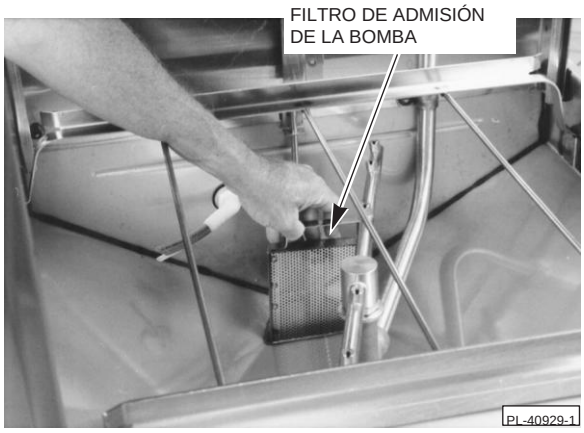
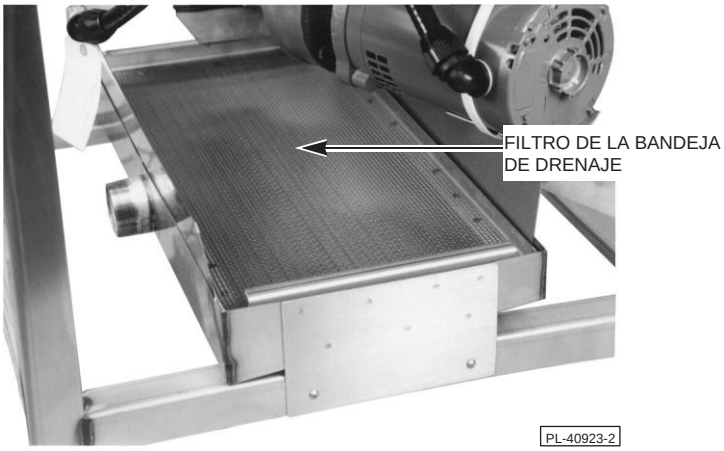
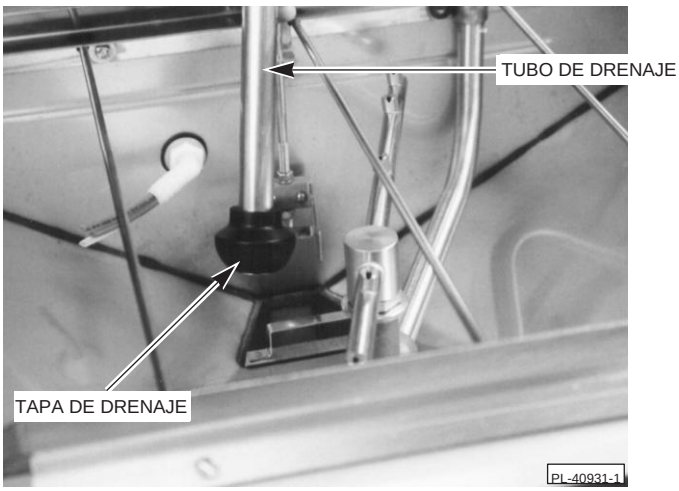

**Fig. 12**
**Fig. 13**
**Fig. 17**
Verifique para asegurarse de que el filtro de admisión de la bomba (Fig. 12), el filtro de la bandeja de drenaje (Fig. 13) y el tubo de drenaje (Fig. 17) estén en su lugar y que ambos filtros estén libres de residuos. El filtro de admisión de la bomba debe caer completamente a la parte inferior del sumidero. EL DRENAJE Y LOS FILTROS DEBEN ESTAR LIMPIOS Y LIBRES DE RESIDUOS EN TODO MOMENTO.
Ocasionalmente, verifique el filtro de la bandeja de drenaje (Fig. 13) y límpielo según resulte necesario para evitar que se obstruya (lo que podría resultar en que caiga agua al piso). NO extraiga el filtro de la bandeja de drenaje durante un ciclo de lavado.
Para drenar la máquina, es posible mantener presionado el interruptor de *DRENAJE/LLENADO* en *DRENAJE* hasta que la máquina esté completamente drenada o abrir las puertas y extraer el tubo de drenaje (la tapa de drenaje está adjunta a la parte inferior del tubo de drenaje) (Fig. 17). Cuando la máquina esté completamente drenada, vuelva a colocar el tubo de drenaje/la tapa de drenaje, cierre las puertas y mantenga presionado el interruptor de *DRENAJE/LLENADO* en *LLENADO* durante aproximadamente diez segundos.
3. Extraiga el filtro de admisión de la bomba (Fig. 12), el tubo de drenaje/la tapa de drenaje (Fig. 17) y el filtro de la bandeja de drenaje (Fig. 13) y refriéguelos en un lavabo.